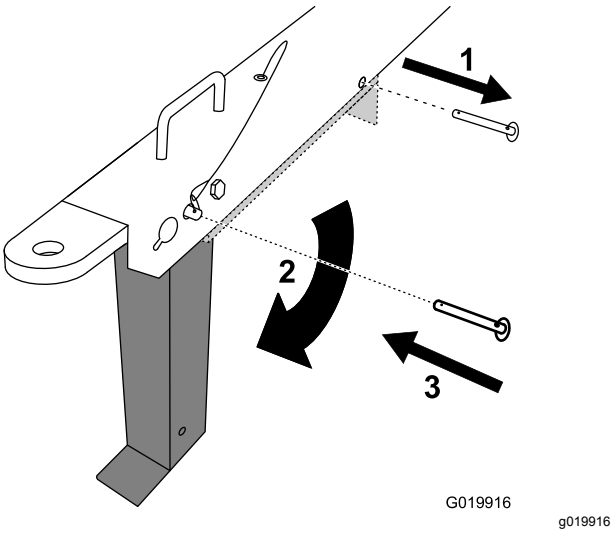

Figura 30
6. Retire el pasador de horquilla de la pata estabilizadora delantera y de la barra de tracción (Figura 30).
7. Gire la pata estabilizadora delantera hacia el suelo (Figura 30).
8. Introduzca el pasador a través del taladro delantero de la lengüeta y de la pata estabilizadora delantera (Figura 30), y baje la máquina con cuidado al suelo.